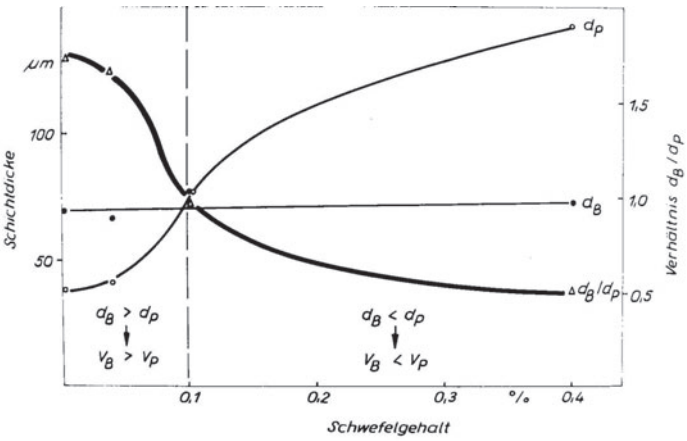

Bild 8: Wachstumsgeschwindigkeiten an verschiedenen Ebenen des Graphitgitters in Abhängigkeit vom Schwefelgehalt im Gusseisen
W. Patterson, H. Geilenberg und B. Lange **[28]** führten sehr interessante und weiterführende Untersuchungen bezüglich der Wachstumsgeschwindigkeiten der Basis- bzw. der Prismenebene des Graphitgitters in Normalenrichtung durch. Bei Anwachsversuchen an Impfkristallen aus pyrolithischem Graphit mit hohem Orientierungsgrad, die in eine kohlenstoffgesättigte Gusseisenschmelze eintauchten, konnten sie feststellen **(Abb. 8),** dass bei synthetischen reinen Gusseisenschmelzen die Dickenzunahme an der Basisfläche größer als an der Prismenebene war. Das Wachstum normal zur Basisebene, d.h. der dichtest besetzten Ebene des Graphitgitters dominierte ($v_B > v_P$). Bei Abwesenheit von Schwefel ergab sich ein Wachstumsverhältnis